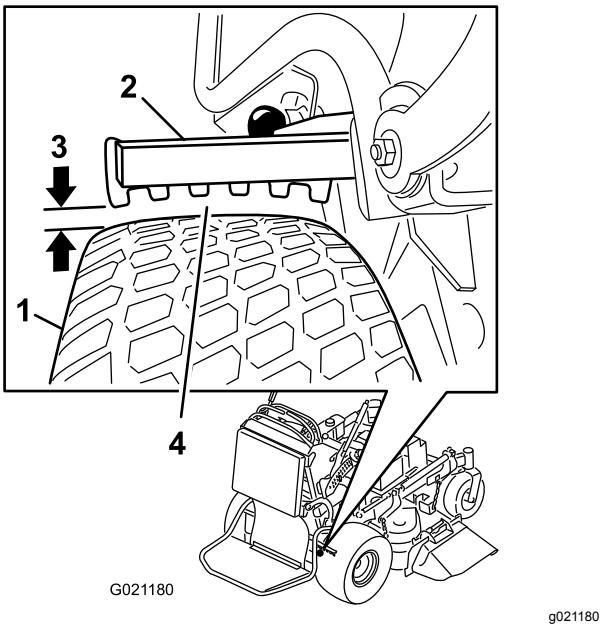

Figuur 61
6. Gebruik de kant met de kleinste afstand als referentie, verzeker dat de afstand 3 tot 6 mm bedraagt, zoals in Figuur 61, zie Remmen afstellen (bladz. 48) als de afstand niet juist is.
5. Stel de gaffel af (Figuur 61).